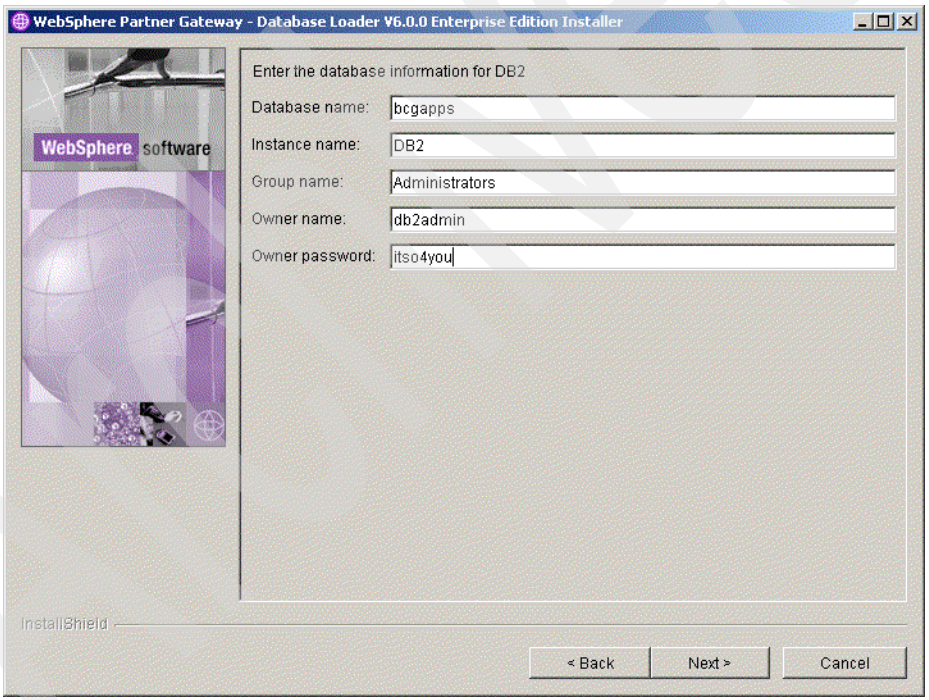

Figure 5-22 Provide the database system information
7. In the Database Loader window (see Figure 5-22), enter the following information: